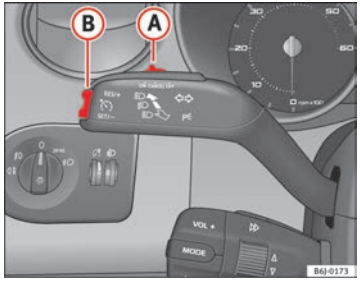

Fig. 106 Palanca de intermitentes y de luz de carretera: mando y tecla basculante para el regulador de velocidad
– Presione la parte superior de la tecla basculante **RES** ⇒ fig. 106 (B) para aumentar la velocidad. El vehículo acelerará mientras mantenga la tecla presionada. Al soltar la tecla quedará memorizada la nueva velocidad.
Si se reduce la velocidad programada pisando el pedal del freno, se desactiva el regulador de velocidad. Si quiere activar de nuevo el regulador, bastará con presionar una vez la parte superior de la tecla basculante **RES+** ⇒ fig. 106 (B).